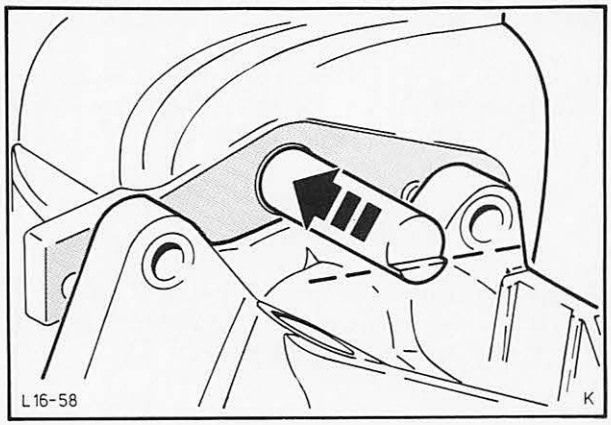

Abb. 73 Vorgelegewelle einbauen
50. Vorgelegewelle in ständiger Berührung mit der Blindwelle von **hinten** in das Gehäuse einschieben und mit einem Kupferhammer bündig zum Kupplungsgehäuse einschlagen. **Das hintere abgestufte Ende der Welle muß waagerecht stehen.** Abb. 73.